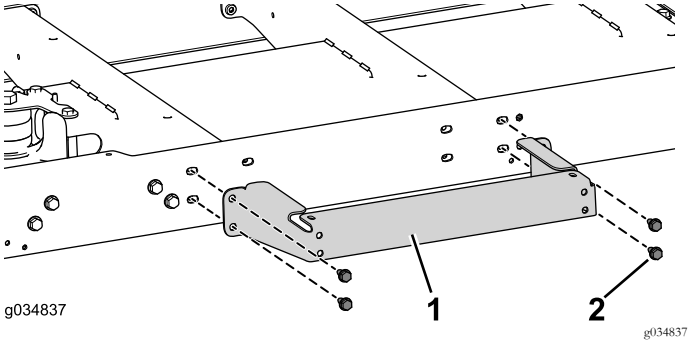

Figur 77
1. Brug de fire bolte (5/16 x 3/4 tomme) til løst at montere platformsstøtten på midterkanalen (Figur 77).